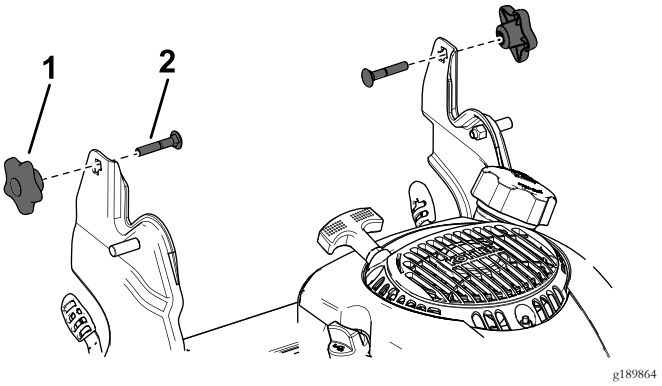

Рисунок 25
3. Вставьте каретный болт (так, чтобы головка болта была направлена внутрь) сквозь кронштейн рукоятки и в верхнее отверстие торцевой части рукоятки. Убедитесь в том что квадратная кромка каждого каретного болта вошла в верхнее или нижнее квадратное отверстие соответствующего кронштейна рукоятки (Рисунок 25).